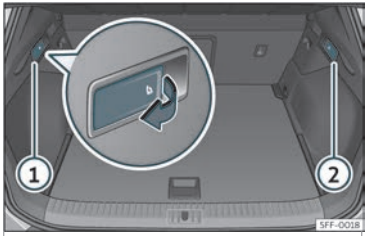

Abb. 107 Im Gepäckraum: Hebel zum Entriegeln der Rücksitzlehne.
- Ziehen Sie am Hebel zur Fernentriegelung auf der linken ››› **Abb. 107** ① oder rechten ② Seite der Rückenlehne in Pfeilrichtung. Der entriegelte Teil der Rücksitzbank klappt nun automatisch nach vorn um.